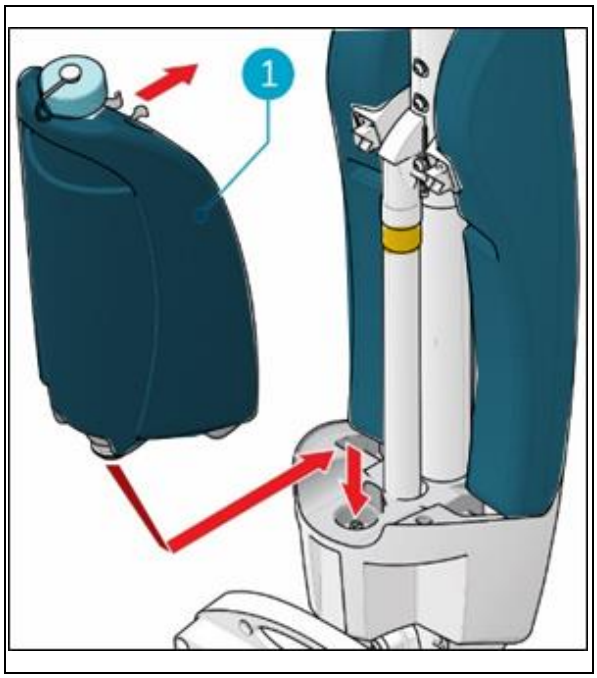

Abbildung 12
1. Setzen Sie den Tank (Abbildung 12, Pos. 1) auf den i-mop® XL mit dem Ventil voran.